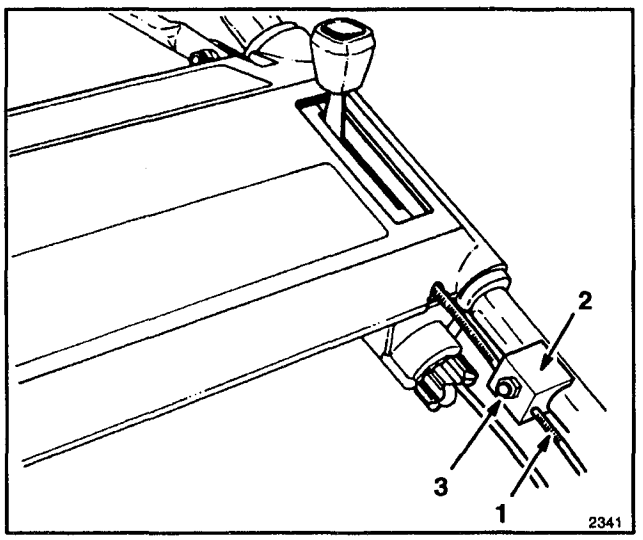

Figure 22
3. ADJUST CABLE (Fig. 22)–Loosen the nut on the cable bracket. Insert a 1/8" object between the brake control bar and handle. Pull down on the cable conduit until all slack is removed from the wire. Then tighten the nut on cable bracket.